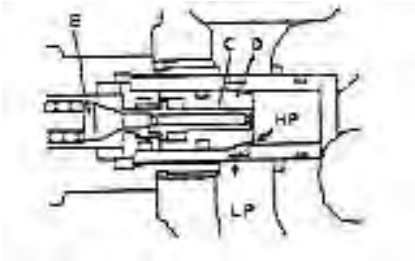

Figure 2-21
(2) Motion of Safety Overflow Valve（Figure 2-21）
There is tilting self-locked valve in tilt cylinder valve plate to prevent mast from fall down suddenly when cylinder cavity generate negative pressure and danger when misoperation of inclined valve stick. Because this self-locked valve, if even thrusting joy stick, mast cannot be tilted when forklift motor stop worki ng Direction of flow liquid is same as figure 2-21, here, mast is tilting backward. When valve disc is pushed in.